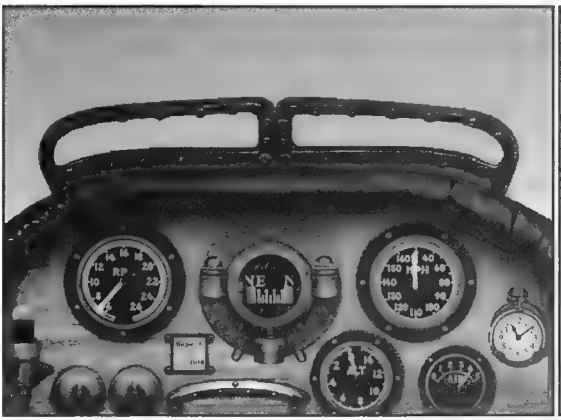

Figure 2.14:
- Titling the view simulates raising and lowering the seat in a real airplane. Press Shift+Enter to raise the seat, and Shift+Backspace to lower (Figures 2.14 and 2.15). Press Ctl+Spacebar to return the view to its default position.